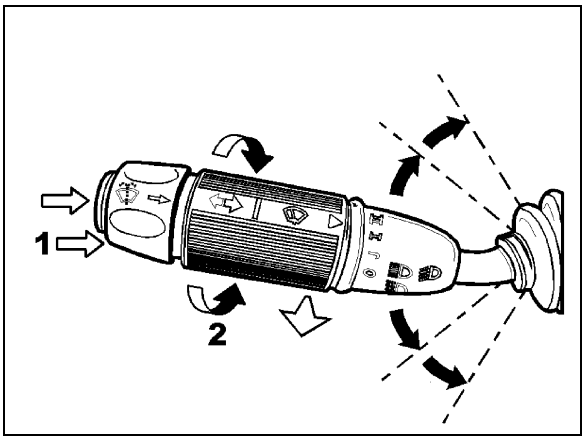

FIGURE 34: MULTIFUNCTION LEVER 23133
Turn the multifunction lever forward to activate windshield wipers (item 2,Figure 34). The first position operates the wipers at low speed and the second position operates the wipers at high speed. Turning the lever backwards will operate the wipers in the intermittent mode.
The windshield washer pumps are electrically operated and are controlled by a washer control ring on the multifunction lever (item 1, Figure 34).